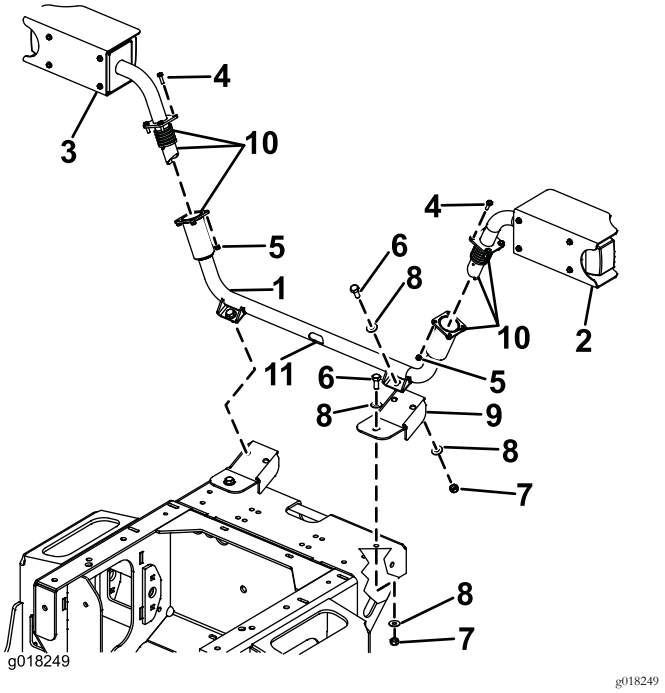

Figura 13
Los conjuntos de luces delanteros se acoplan al soporte central de los faros, que se monta en la máquina con dos soportes de montaje (Figura 13).
1. Instale los 2 soportes de montaje en la parte delantera de la máquina usando 2 pernos (M10 x 25 mm), 4 arandelas (3/8") y 2 contratuercas (M10), según se muestra en la Figura 13.
2. Instale el soporte central de los faros en los soportes de montaje usando 2 pernos (M10 x 25 mm), 4 arandelas (3/8"), y 2 contratuercas (M10) , según se muestra en la Figura 13.
3. Aplique grasa antigripante a toda la pared interior del extremo de cada tubo, y a todas las superficies de los muelles y las bridas de los tubos (Figura 13).
4. Sujete el soporte del faro derecho y pase el cable hacia abajo por los extremos de los tubos, sacándolo del hueco de montaje de los faros (Figura 13).
5. Sujete el soporte del faro derecho al soporte central de los faros usando 4 pernos (M6 x 20 mm) y 4 contratuercas (M6), según se muestra en la Figura 13.